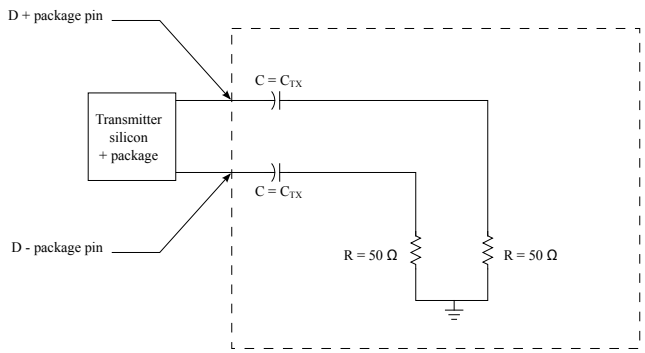

Figure 53. Test and measurement load
1. Each UI is 400 ps ± 300 ppm. UI does not account for spread-spectrum clock dictated variations. 2. The maximum transmitter jitter can be derived as $T_{TX\text{-}MAX\text{-}JITTER} = 1 - T_{TX\text{-}EYE} = 0.25$ UI. Does not include spread-spectrum or REFCLK jitter. Includes devices random jitter at 10^{-12}. 3. Specified at the measurement point into a timing and voltage test load and measured over any 250 consecutive transmitter Uis. 4. A $T_{TX\text{-}EYE}$ - 0.75 UI provides for a a total sum of deterministic and random jitter budget of $T_{TX\text{-}JITTER\text{-}MAX}$ = 0.25 UI for the transmitter collected over any 250 consecutive transmitter Uis. The $T_{TX\text{-}EYE\text{-}MEDIAN\text{-}to\text{-}MAX\text{-}JITTER}$ median is less than half of the total transmitter budget collected over any 250 consecutive transmitter UIs. It must be noted that the median is not the same as the mean. The jitter median describes the point in time where the number of jitter points on either side is approximately equal as opposed to the averaged time value. 5. See Figure 53. 6. Jiiter is defined as the measurement variation of the crossing points ($V_{TX\text{-}DIFFp\text{-}p}$ = 0 V) in relation to a recovered transmitter UI. A recovered transmitter UI is calculated over 3500 consecutive unit intervals of sample data. Jitter is measured using all edges of the 250 consecutive UI in the center of the 3500 UI used for calculating the transmitter UI.
5. See Figure 53.